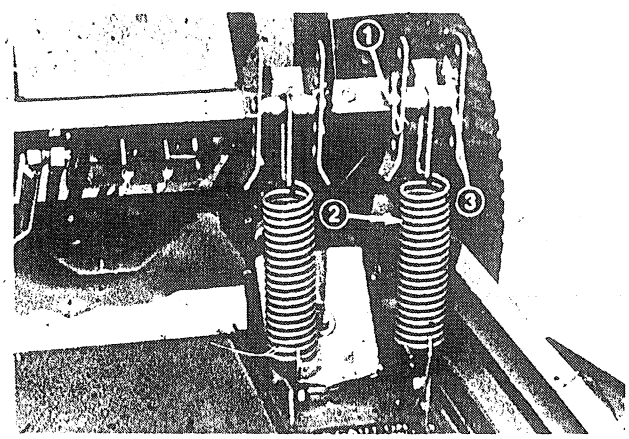

Figure 1
2. Remove clevis pins from brackets to separate springs from brackets (Fig. 1).